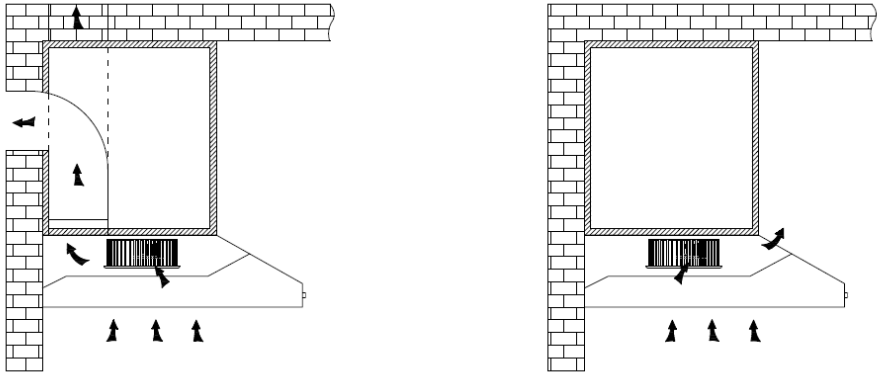

Fig.1
2. Locate Knob Settings located under the Motor **(Fig. 1)**